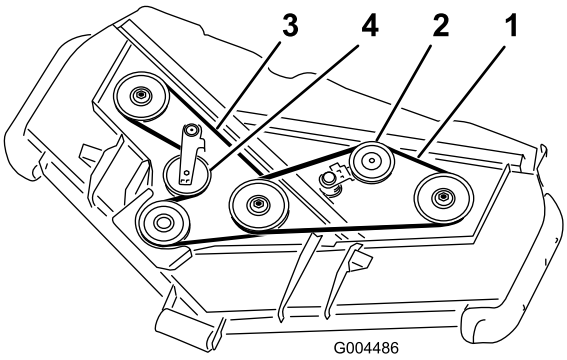

**Figur 58**
3. Flyt med et ledhåndtag eller et lignende værktøj styreremskiven for den øverste rem (Figur 58) væk fra den øverste drivrem for at mindske remmens stramhed, så det bliver muligt at tage remmen af remskiverne.
4. Før en ny rem rundt om gearkassens remskive, de nederste spindelremskiver og styreremskiveenheden som vist i Figur 58.
5. Før en ny rem rundt om de øverste spindelremskiver og styreremskiveenheden som vist i Figur 58.